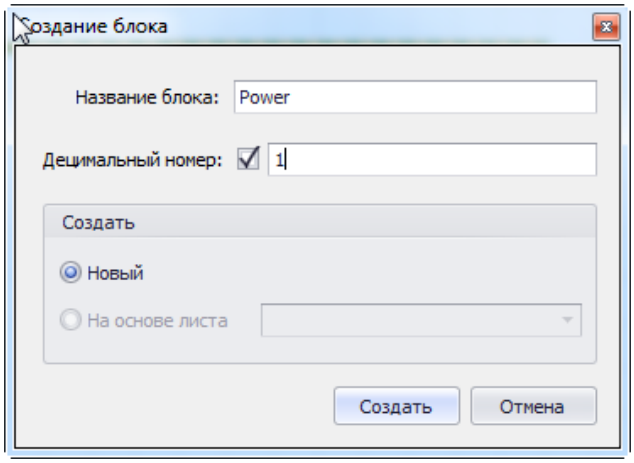

Рис. 570. Окно «Создание блока»
3. На экране отобразится окно «Создание блока», см. Рис. 570. В поле «Название блока» необходимо задать имя для блока.